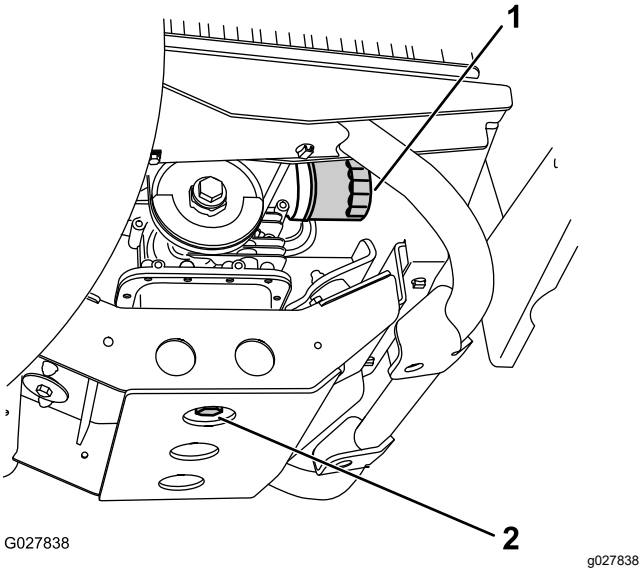

Figur 37
5. Placer en dræningsbakke med kapacitet til 1,6 liter under aftapningsproppen (Figur 37).
6. Fjern aftapningsproppen (Figur 37).
7. Monter påfyldningsproppen og pakningen (Figur 37), og tilspænd proppen med et moment på 45-53 Nm.
2. Fjern det eksisterende oliefilter (Figur 37).
4. Skru det nye filter på filteradapteren, indtil pakningen berører monteringspladen. Spænd derefter filteret endnu ½ til ¾ omgang (Figur 37).